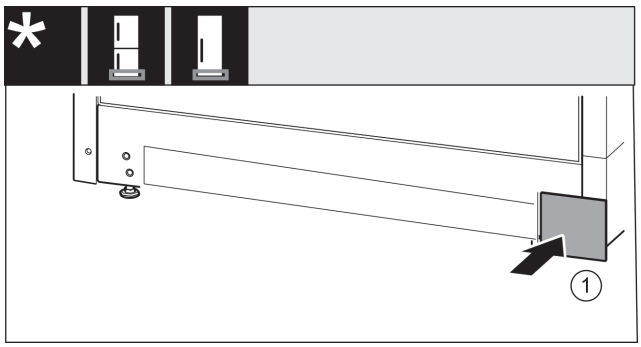

Fig. 20
▶ Re-attach the cover *Fig. 20 (1)* to the other side.